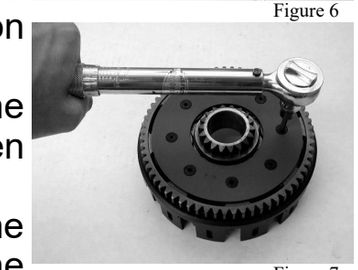

Figure 7
- Install the new retainer plate with the new 10X24-1/2” screws and tighten them to 3.3 ft/lbs (Figure 7)